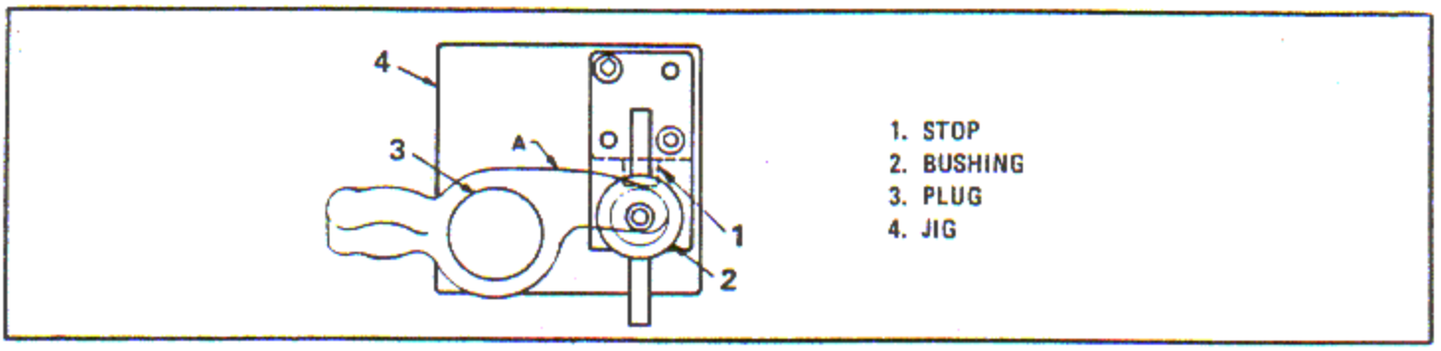

Figure 6-167. Removing Old Roller Pin
a. Secure proper plug (3, figure 6-167) in jig (4), three plugs being supplied as part of the jig. Place the rocker arm on the jig plug with the roller contacting the jig stop as shown. Clamp the rocker arm in this position by tightening the jig bushing (2).